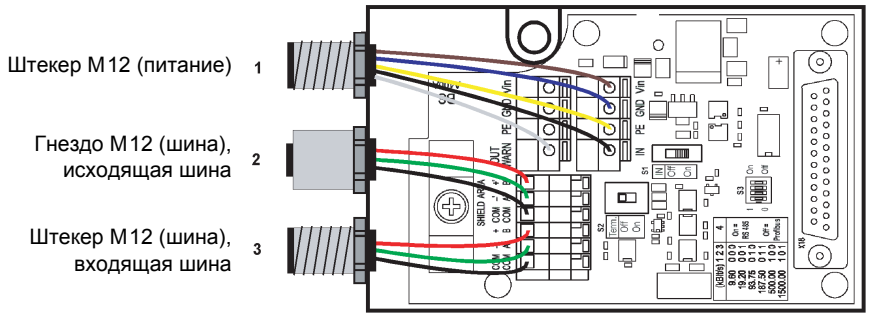

Рис. 5.2: Монтаж и подключение опциональных штекерных разъемов M12
5. Подключить кабели согласно рис. 5.2 и Таблица 5.3.